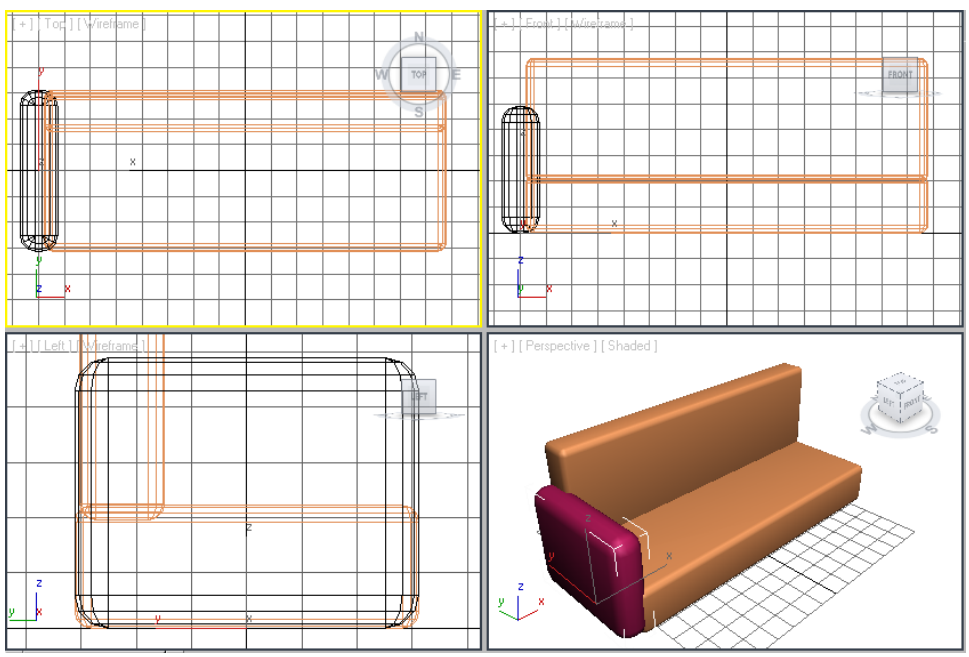

Figure 3-31 *The left side of the couch in all viewports*
2. Choose the **Create** button; another chamfer box is created, as shown in Figure 3-31.